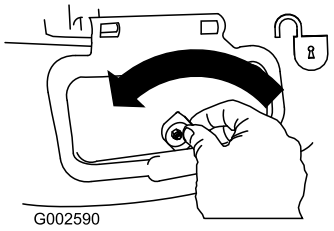

Figure 30
1. Unlock the side discharge door (Figure 30).